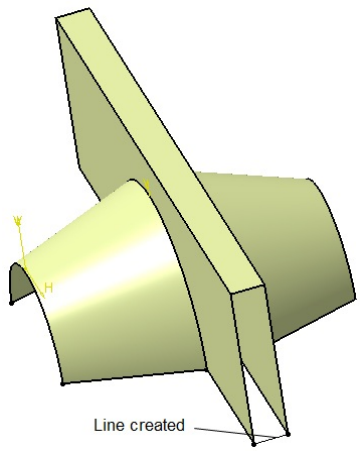

Figure 18-109 *Line created for Fill surface*
c. Create the third feature by using the **Fill** tool, refer to Figure 18-109.
1. Choose the **Line** tool from the **Wireframe** toolbar. Select the open end points of the base surface. Click **OK** to create line, refer to Figure 18-109.